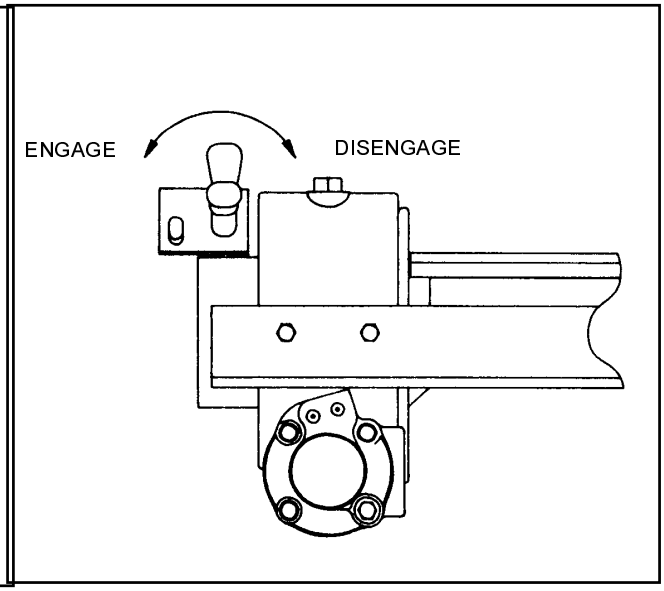

Figure 3-7 20,000# Winch Clutch
b. The **20,000 lb WINCH CLUTCH HANDLE has two positions. (See Figure 3-7).**